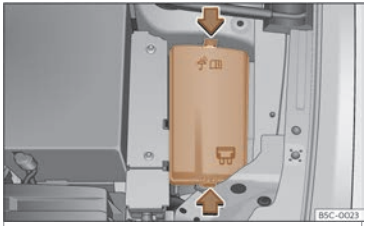

Fig. 48 No van motor:tapa da caixa de fusibles.
- Prema as pestanas de bloqueo para desbloquear a tapa da caixa de fusibles ››› **fig. 48**.